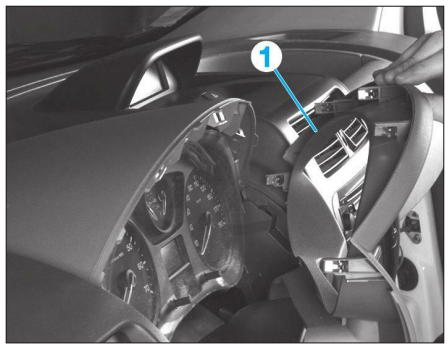

**Fig. 24**
• Dégrafer la garniture (1) du contour de combiné d'instruments **(Fig.24)**.